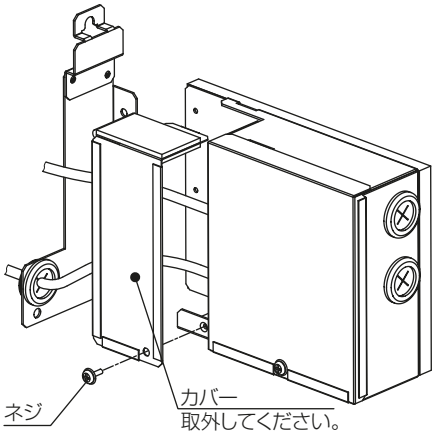
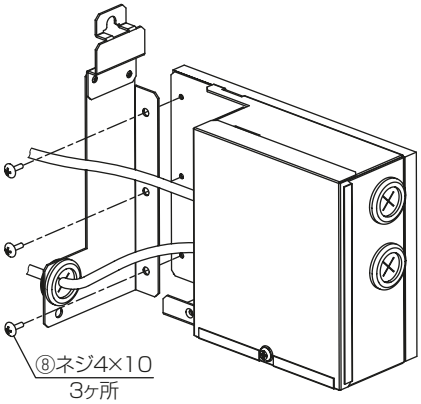
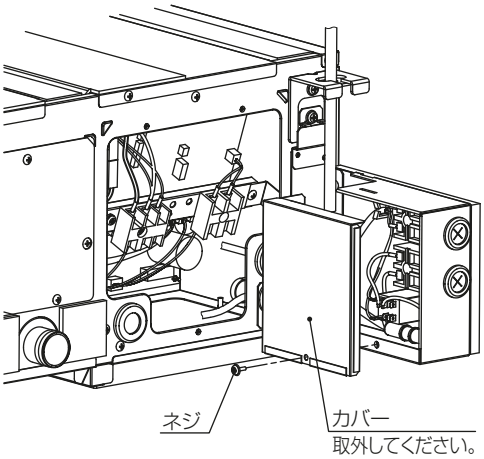
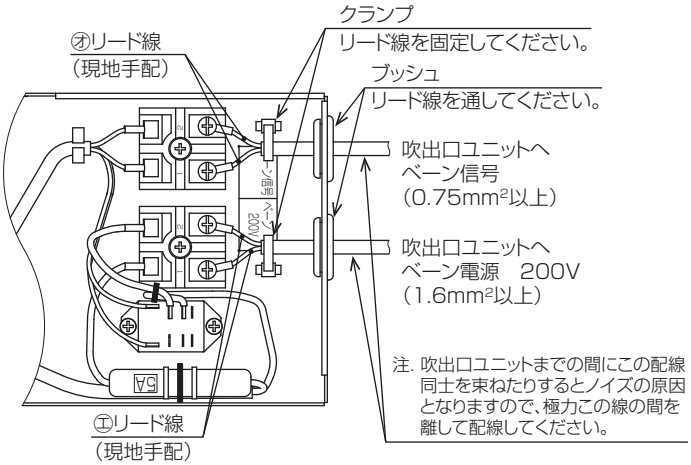

図 6
図 7
図 10
図 11
- ④中継端子ボックスを組立てください。（**図 6**，**図 7**）
- ④中継端子ボックスのカバーを取外し、現地手配のリード線を端子台にネジ止めしてください。（**図 10**，**図 11**）
- ④中継端子ボックスのカバーを**図 6**，**図 10** とは逆の手順で取付けてください。